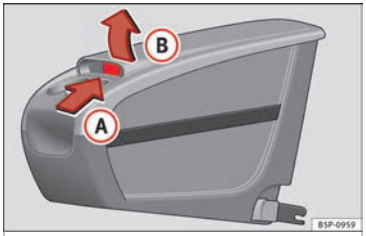

Fig. 91 Mobile storage compartment. Opening.
– Lift the cover (B), in area (A) ››› **Fig. 91**.